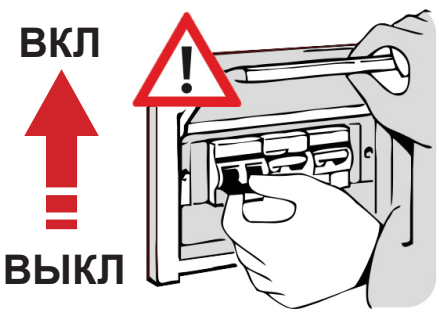

Рис. 6
- Если имеется, переведите защитный термомагнитный выключатель, расположенный перед розеткой питания, в положение «ВКЛ» (Рис. 6).